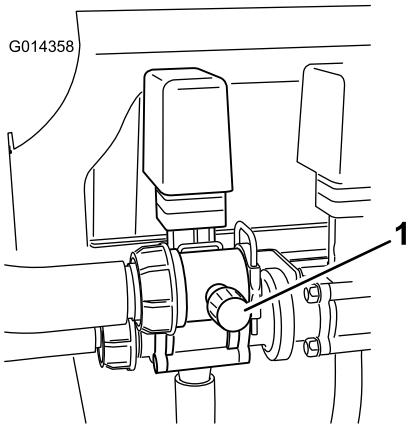

Figura 25
8. Ajuste la válvula de desvío de agitación (Figura 25), situada en la parte trasera de la válvula de agitación, hasta que la presión marcada en el manómetro sea de 689 kPa (100 psi).